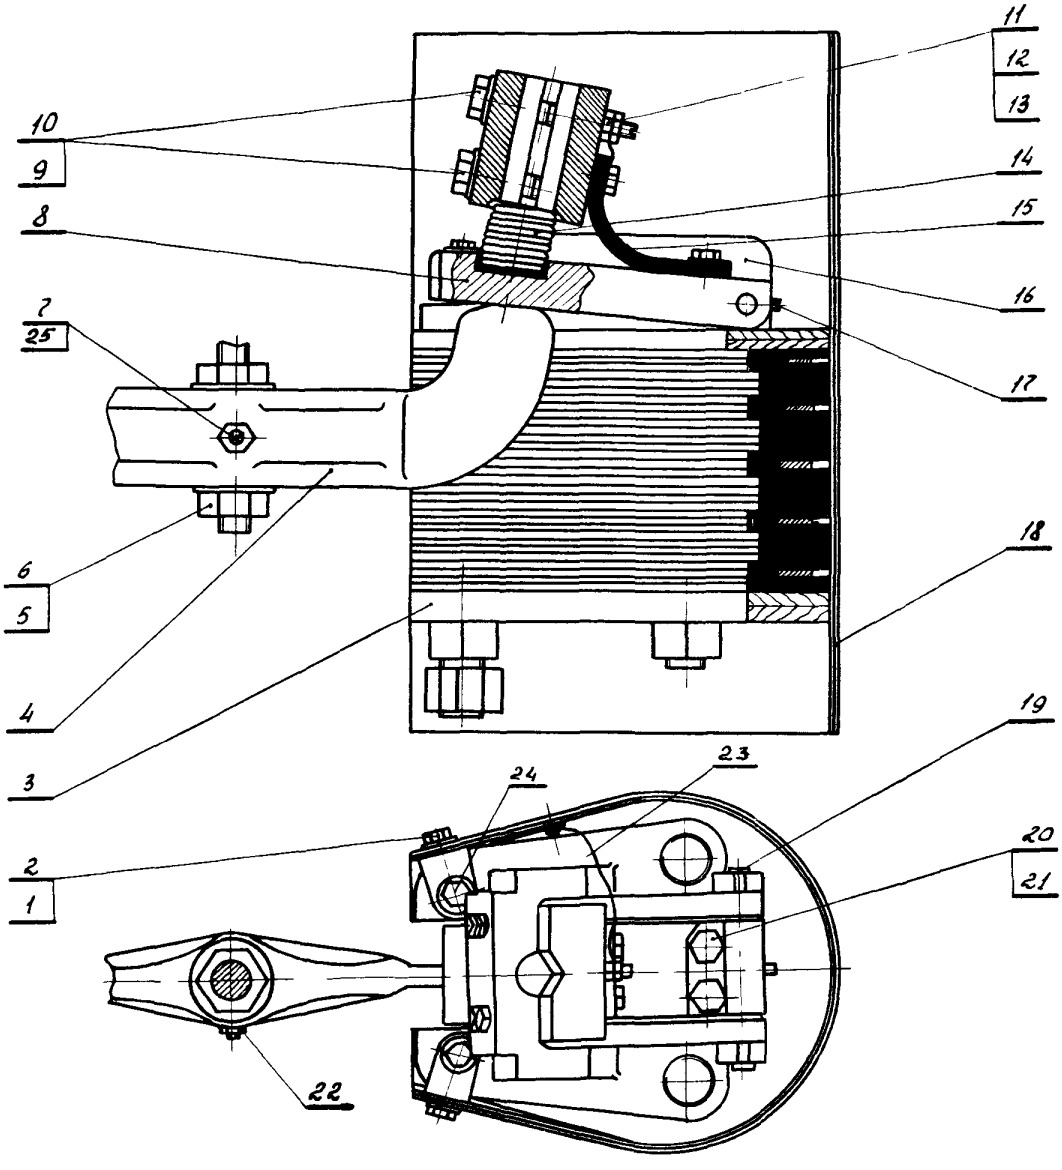

Рис.9. Устройство дугогасительное:
09.8. Ослабить болты 9 (рис.9) с шайбами I0, снять контакт с гасительной камерой 3, экраном I8 и комплектовым башмаком I6.
I0.I. Свинтить гайку I2 (рис.9) с винта I3, освободить проводник 23.
I0.5. Тщательно осмотреть экран I8 (см. рис.9) дугогасительного устройства. Во избежание случайного повреждения металлической обкладки не следует снимать наружный изоляционный лист. Металлическую обкладку осматривать только при необходимости. Обкладка (станиоль, алюминиевая фольга, шоопировка) не должна иметь надрывов и трещин. В случае наличия подобных дефектов установить новую станиолевую обкладку или шоопированный экран. При отсутствии данных деталей допускается установка обкладки из кести, предварительно облуженной в местах контактов. В такой обкладке делаются прорези и отгибаются лепестки, с помощью которых обкладка крепится на листе электрокартона (рис.II).
I0.7. Камеру 3 (см.рис.9) очистить от грязи, промыть в чистом "сухом" трансформаторном масле. Убедиться в отсутствии ожогов, следов электрических разрядов, расслоений или короблений. При наличии дефектов произвести разборку гасительной камеры, согласно переходам 9-I0.
I0.I2. Свинтить гайку 5 (см.рис.9), ослабить гайку 25, вывинтить стопорный винт 7 и снять траверсу 4 с ножом.
I0.I5. Осмотреть контактные пружины I4 (см.рис.9) в нормальном (нескатом) и скатом состояниях. Выявить дефекты пружин согласно приложению 7. Заменить дефектные пружины новыми заводского изготовления.
I0.I7. Осмотреть нижние кромки боковых граней неподвижных контактов 8 (см.рис.9) и верхние кромки приливов на башмаке I6. Если эти кромки не имеют овала, то их необходимо опилить.